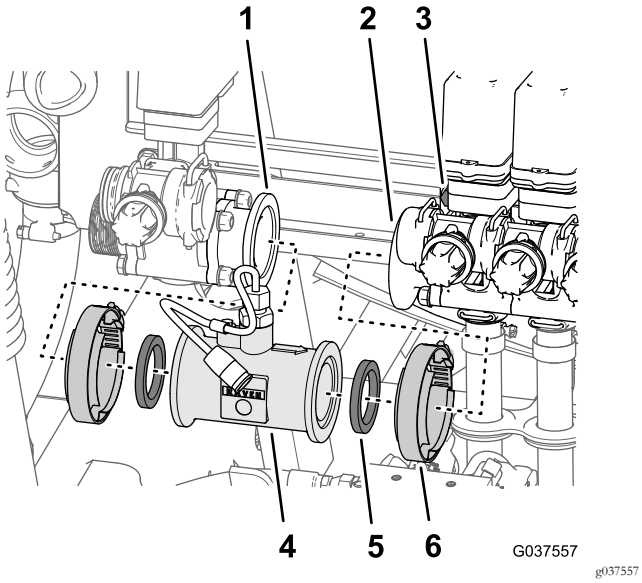

Figura 38
1. Retire las 2 bridas de fijación que sujetan el caudalímetro a la bridas de la válvula de control de agitación y a la válvula de sección del brazo izquierdo (Figura 38).
2. Retire las 2 juntas y el caudalímetro de la máquina (Figura 38).
Nota: Si es necesario, afloje los 4 pernos con arandela prensada y las 4 contratuercas con arandela prensada que sujetan las 3 válvulas de sección de los brazos al panel de montaje de las válvulas (Figura 38).